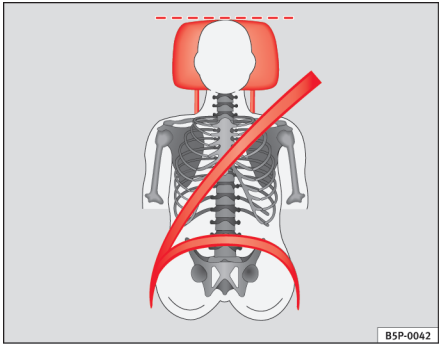
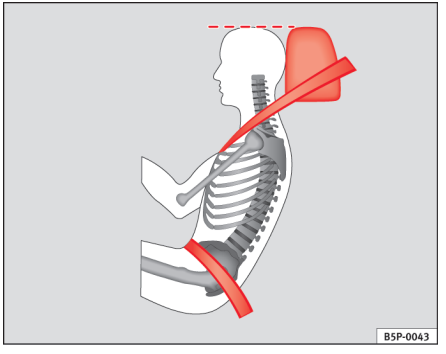

Fig. 64 Set forfra: korrekt indstillet hovedstøtte og korrekt placering af selen
Fig. 65 Set fra siden: korrekt indstillet hovedstøtte og korrekt placering af selen
– Indstil hovedstøtterne således, at hovedstøttens øverste kant er på højde med den øverste del af dit hoved eller mindst i øjenhøjde ⇒ fig. 64 og ⇒ fig. 65.